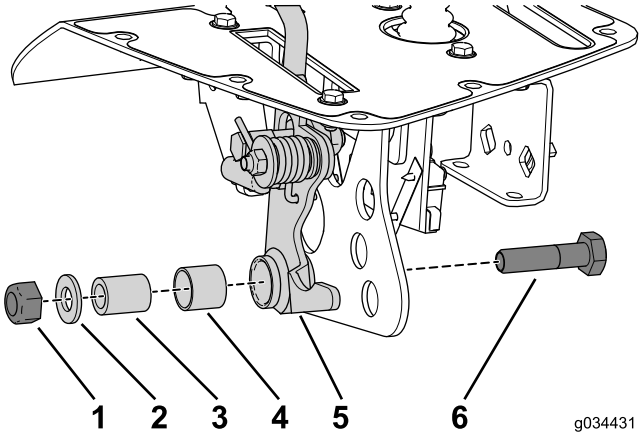

Рисунок 22
2. Прикрепите ручку в сборе к кронштейну с помощью контргайки, плоской шайбы, распорной трубки и болта, снятых ранее (Рисунок 22).